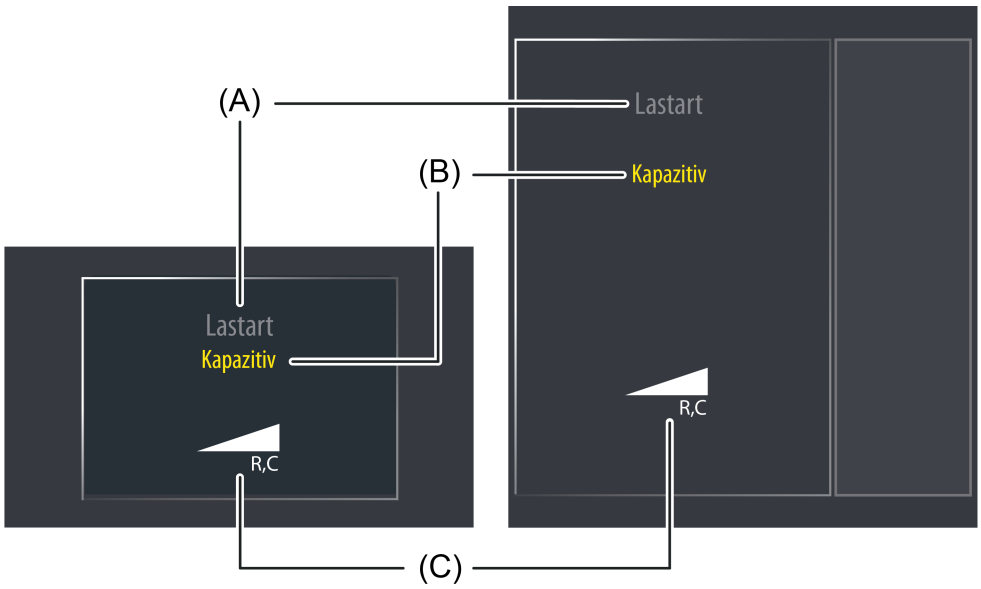

Bild 52: Beispiel für ein Anzeigeelement der KNX Funktion "Dimmaktor Lastart"
Der Anzeigebereich enthält verschiedene Darstellungselemente (Bild 52), die durch Parameter beeinflusst werden. Jeder KNX Funktion kann in der Konfigurationssoftware eine Bezeichnung vergeben werden (A). Diese Text-Bezeichnung wird im Anzeigeelement zentriert zur Anzeige gebracht, wodurch steuerbare KNX Funktionen für den Anwender kenntlich gemacht werden (z. B. "Lastart"). Zusätzlich wird unterhalb der Bezeichnung ein Statustext (B) eingeblendet, der abhängig vom Objektwert der Rückmeldung unterschiedliche Texte im Display visualisiert. In der Konfigurationssoftware können die Texte für die Zustände "0 - Undefiniert", "1 - Kapazitiv", "2 - Induktiv", "3 - Universal/Kapazitiv" und "4 - Universal/Induktiv" getrennt voneinander definiert werden.